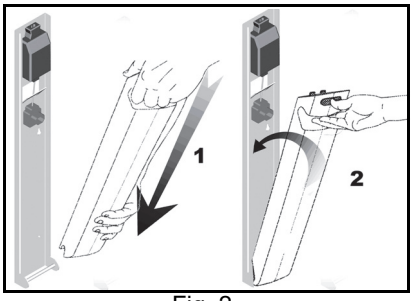

Fig. 2
1) Insérer le bloc-batterie dans le chargeur mural et l'enfoncer fermement en place (voir Fig. 2).